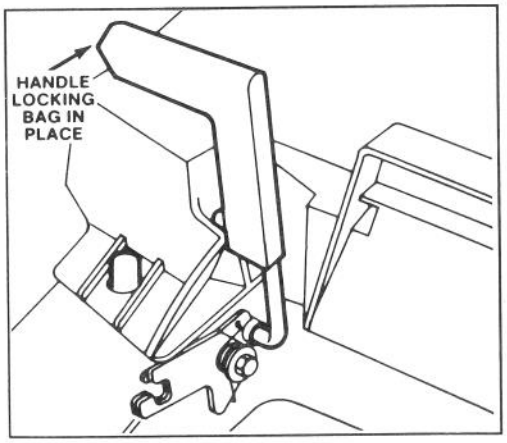

Figure 11
4. Pull chute door handle forward until pin clears catch and move handle rearward until pin locks in bag notch (Fig. 11). Chute door in mower housing is now open. It may be necessary to push down on top right of bag door to release handle locking pin from catch.